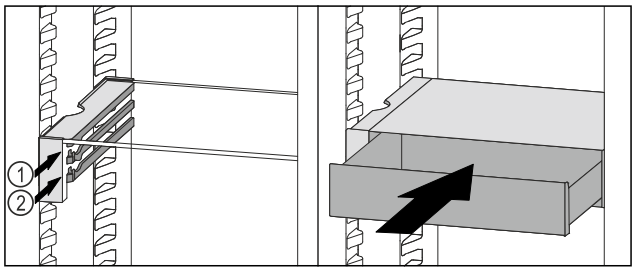

Fig. 136
▶ Predal VarioSafe namestite za zaustavljalnimi elementi na želeni nastavek *Fig. 136 (1)* ali *Fig. 136 (2)*.